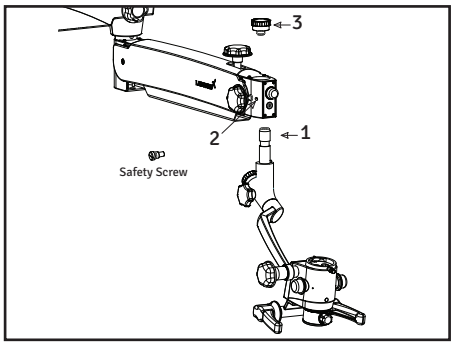

Fig 4
4. Remove the inclined coupling assembly from its packaging and follow the instructions below (see Fig. 4.)
A. Install the coupling by sliding the shaft (1) into the suspension arm.
B. Lock the inclined coupling with the threaded knob (3).
C. Make sure the safety screw is installed and tightened at position (2) so the coupling does not detach if knob (3) is accidentally unscrewed.